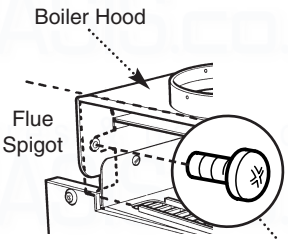
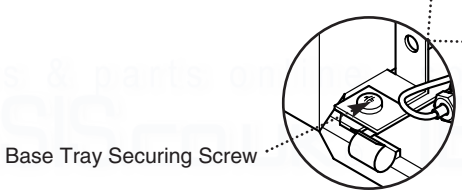

Fig. 54
Fig. 56
2. Slide the fire combustion box into position ensuring that the flue spigot fits into the boiler downdraught diverter. Fit and tighten the two screws inside the flue spigot (Fig. 54) and replace the two screws into the boiler base tray (Fig. 56).